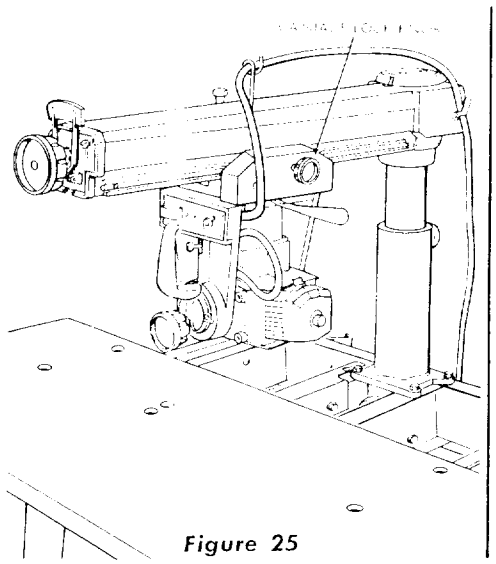

Figure 25
a. Loosen the carriage lock knob, move the motor to approximately center of table and tighten the carriage lock knob. (See figure 25.)